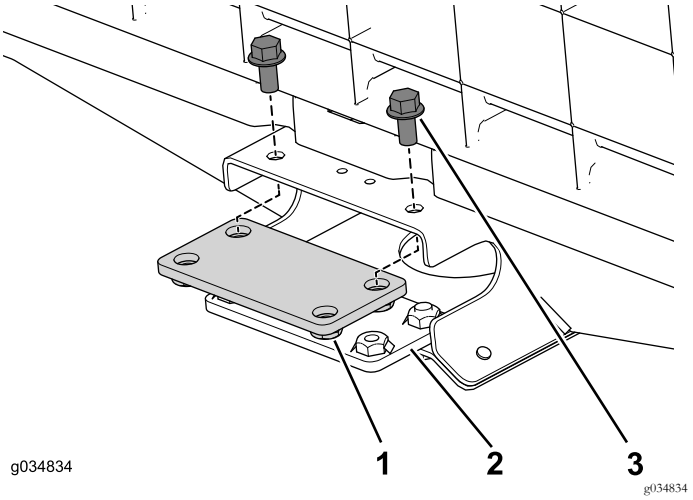

Figure 69
1. Servez-vous des 4 boulons à embase (3/8" x ¾") pour monter, sans les serrer, les plaques de raccordement supérieure et inférieure sur le profilé central de la section avant (Figure 69).